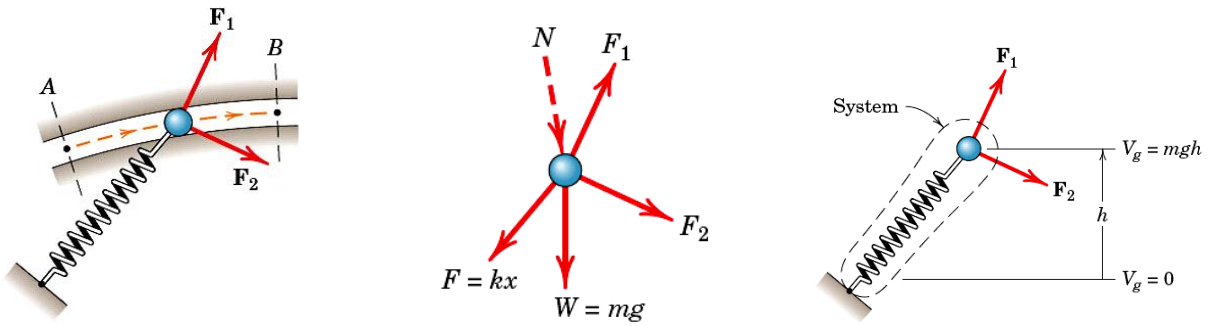

Figura 5.18.
Si sobre una partícula actúan fuerzas conservativas como el peso (mg) y fuerzas elásticas (kx); fuerzas que no desarrollan trabajo como la fuerza normal (N) y fuerzas no conservativas como el rozamiento u otras fuerzas como, véase la figura 5.18. En este caso la energía mecánica no permanece constante o no se conserva, ello se debe a que por ejemplo la fricción es una fuerza disipativa, es decir durante el movimiento la energía producto del rozamiento se disipa hacia el medio ambiente.